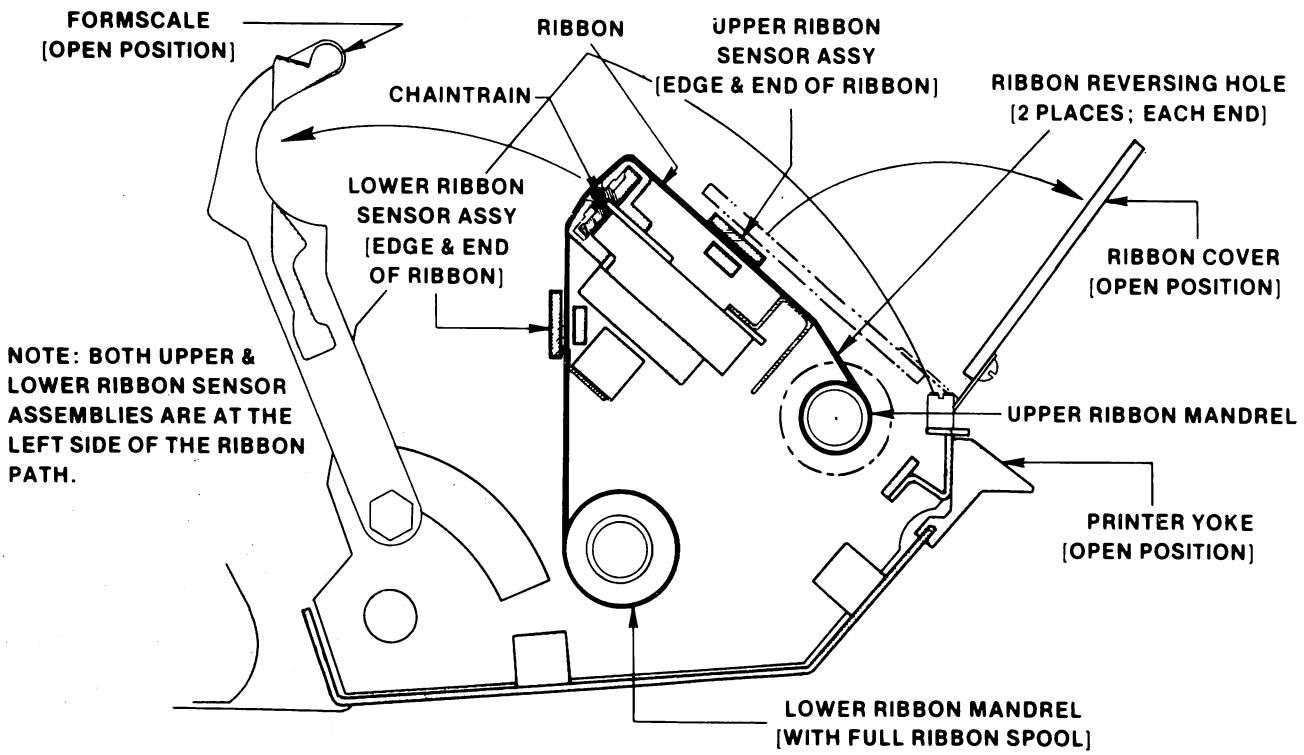
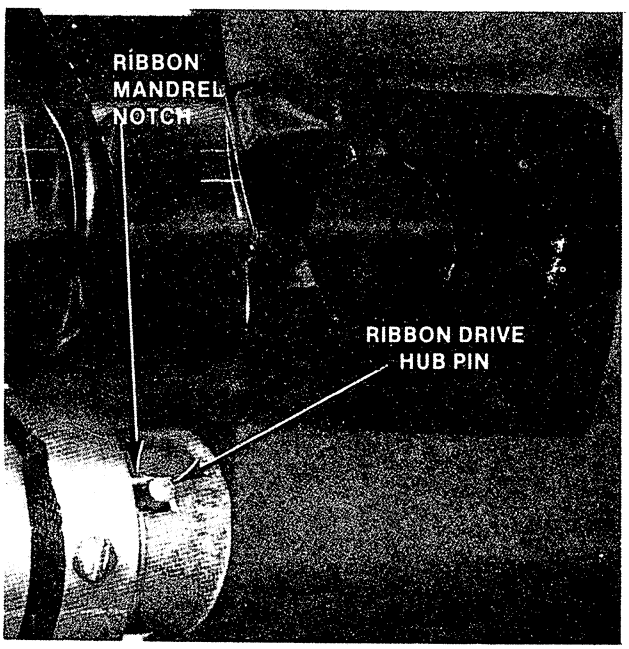

Figure 1-5. Ribbon Path
Figure 1-6. Ribbon Drive Hub and Mandrel Notch
5. When installing a new ribbon, load the full mandrel onto the lower ribbon drive first. With the full mandrel positioned so that ribbon winds from the underside (see Figure 1-5), place the right-hand end of the mandrel onto the lower right spring-loaded idler hub, push the mandrel to the right, and place the left end of the mandrel onto the lower left drive hub with one of the notches in the end of the mandrel engaged with the pin on the rim of the drive hub (see Figure 1-6).
6. Wind the ribbon over the chain as shown in Figure 1-5. Be sure the left edge of the ribbon is threaded into the slots of both the lower and upper ribbon sensors.